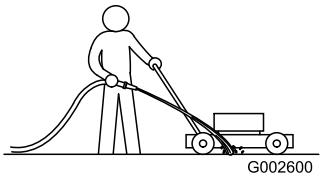

**Figuur 25**
1. Plaats de machine op een vlak, verhard oppervlak, laat de motor lopen en spuit een straal water voor het **rechter** achterwiel (Figuur 25).